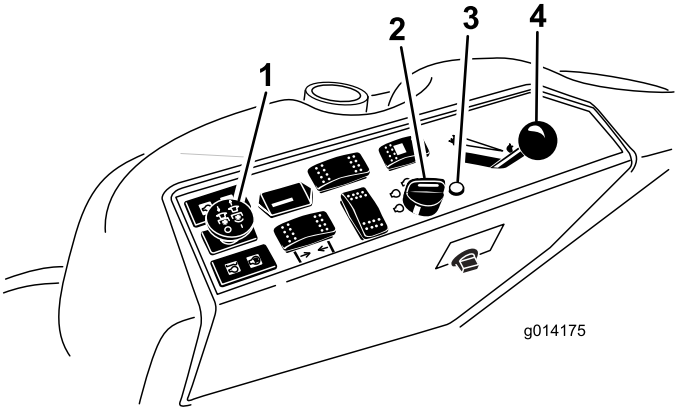

Figur 13
4. För kraftuttagsbrytaren till det urkopplade läget (Figur 13).
5. För gasreglaget till mittläget mellan långsamt och snabbt (Figur 13).